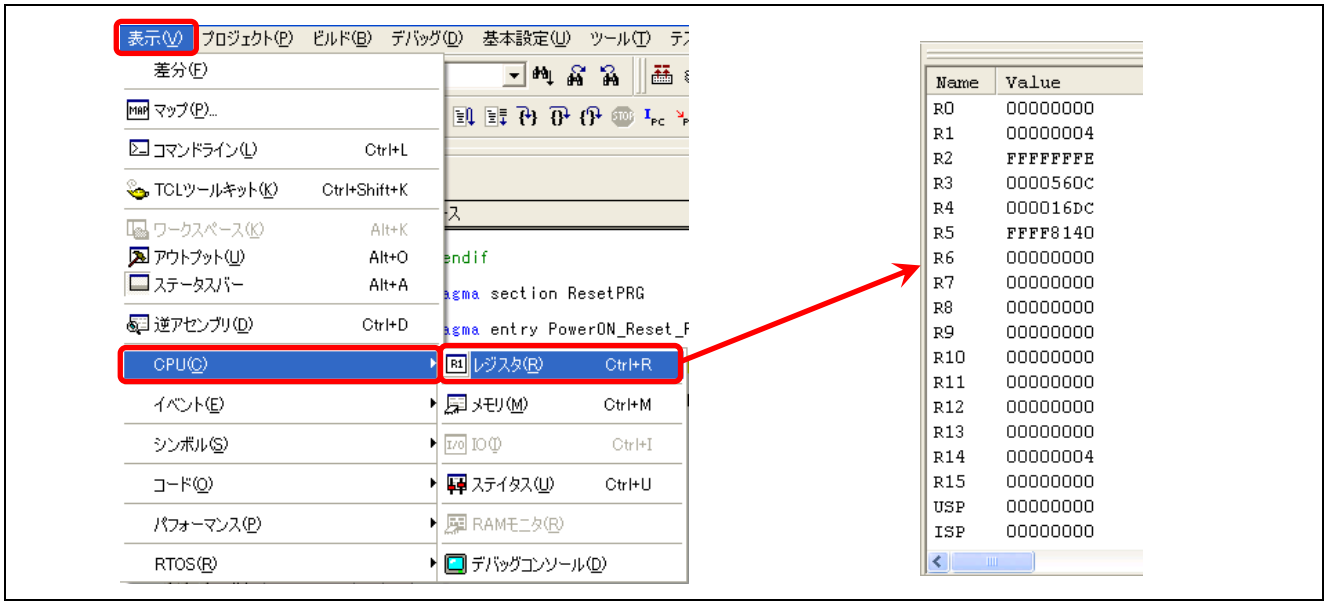

図 4.45　レジスタウィンドウの表示
(1) 図 4.45のように表示->CPU->レジスタと選択し、レジスタウィンドウを開いてください。